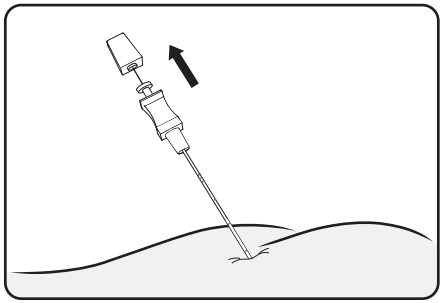

Afbeelding 7. Het stilet van de foraminale naald verwijderen
2. Verwijder het stilet uit de foraminale naald (**afbeelding 7**).